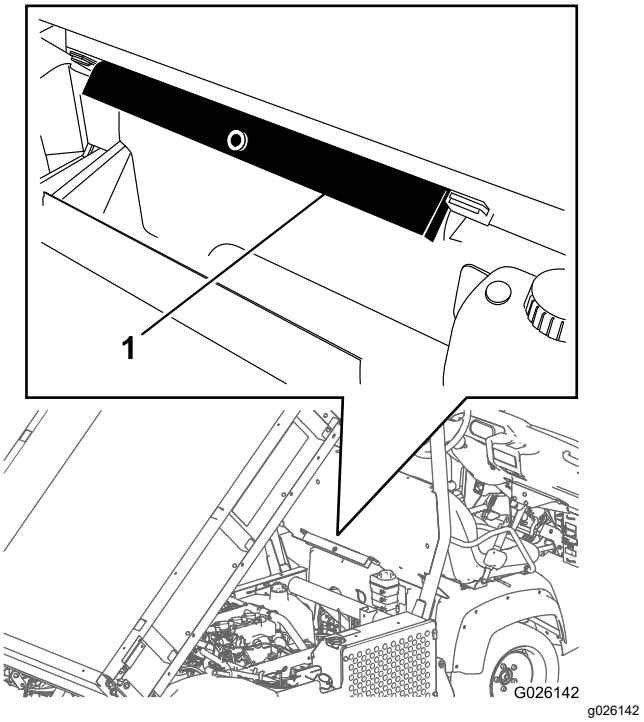

**Bild 21**
2. Nehmen Sie die Ladepritschenstütze aus den Lagerhalterungen hinten an der Überrollschutzplatte (Bild 21).